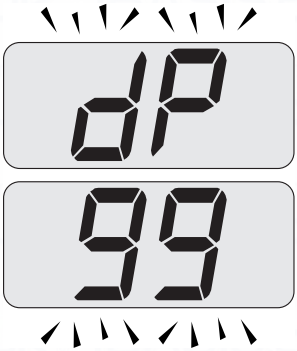

Fig. 9.23
- Press further key 16 to vary again the output in chimney sweep mode: when the LCD display displays the letters **dP** that alternate with the heating water temperature value (e.g.**99**), the "chimney sweep function" is at maximum output in domestic hot water mode (Fig. 9.23).